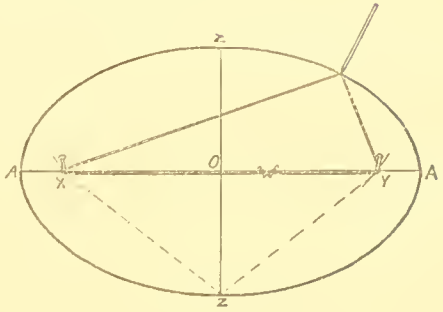

Fig. 29
2. Place two pins or nails on the long diameter so that they are as far from the ends of the short diamater z z, Fig. 29, as one-half of the long diameter A A. In other words, make x z and y z=Ao.